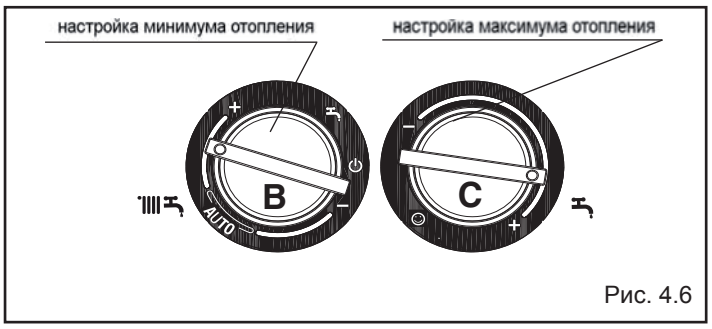

Рис. 4.6
- Поворачивайте ручку регулирования температуры в контуре отопления B (рис. 4.6) до тех пор, пока не будет достигнуто требуемое значение минимального давления газа.
- Поворачивайте ручку регулирования температуры воды в контуре ГВС C (рис. 4.6) до тех пор, пока не будет достигнуто требуемое значение максимального давления газа.